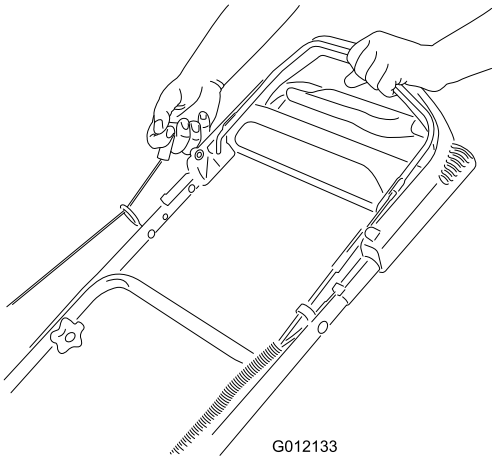

Rysunek 15
2. Pociągnij uchwyt rozrusznika linkowego (Rysunek 15).